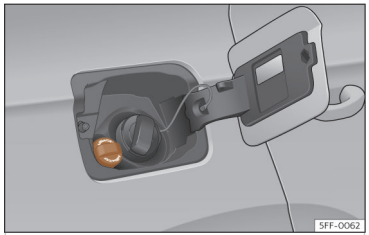

Abb. 202 Verschlussdeckel des AdBlue®-Tanks
- Öffnen Sie die Tankklappe ››› **(Abb. 202)**.
- Verschlussdeckel SCR-Einfüllstutzen nach links drehen ››› (Abb. 202).